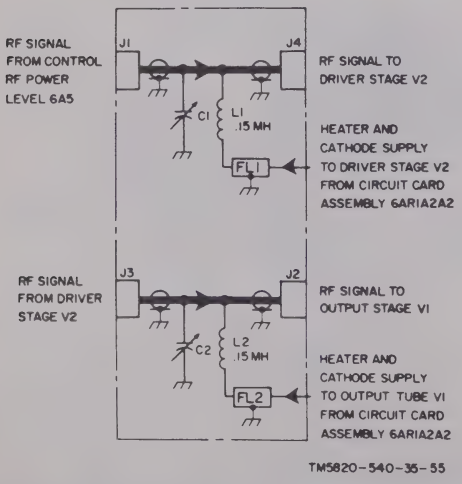

Figure 2-34. Filter assembly 6AR1A2A4, schematic diagram.
(1) *Filter assembly 6AR1A2A4* (fig. 2-34). The filter assembly has two sections, one section providing impedance matching and rf decoupling on the driver tube cathode connection, and one providing impedance matching and rf decoupling on the output tube cathode connection. Variable capacitors C1 and C2 are adjusted for the best broadband impedance match and coils L1 and L2 provide rf isolation. Heater and cathode supplies are connected to the driver and output tubes through FL1 and L1, and FL2 and L2 as shown.